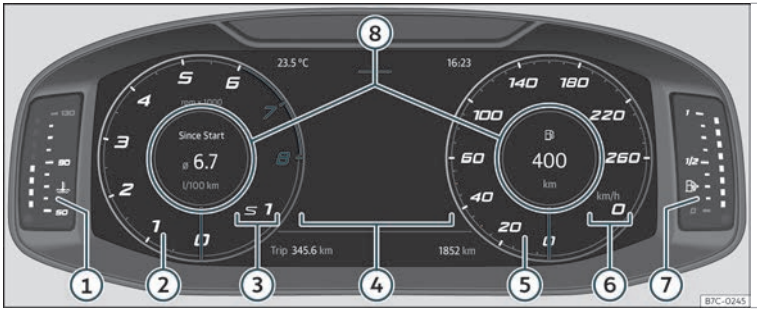

Fig. 56 Digital Cockpit no taboleiro de instrumentos (vista clásica).
Na *Vista Clásica* e en *Semicircular watches* ten a posibilidade de personalizar a información que aparece en **Perfís de información** ›› **fig. 56 ⑧**.
As agullas de revolucións por minuto e velocímetro aparecen en toda a súa lonxitude ››› fig. 56.